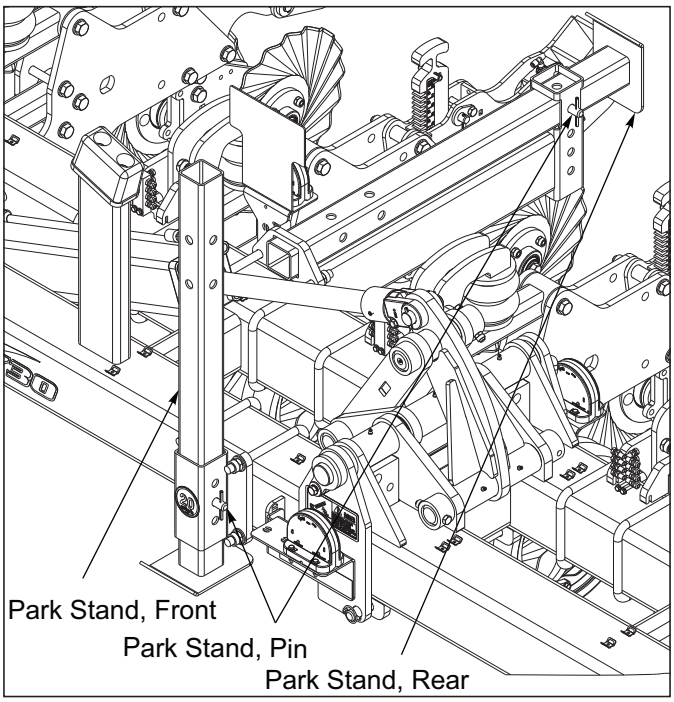

Figure 4-3: Jack Stands Transport/Field Position
1. Slide the front park stands up and re-install the pins to secure the park stand ***See Figure 4-3***.
2. Slide the rear park stands down and lay flat, slide into position shown ***See Figure 4-3*** and re-install the pins to secure the park stand so stands will not contact row units when folded.